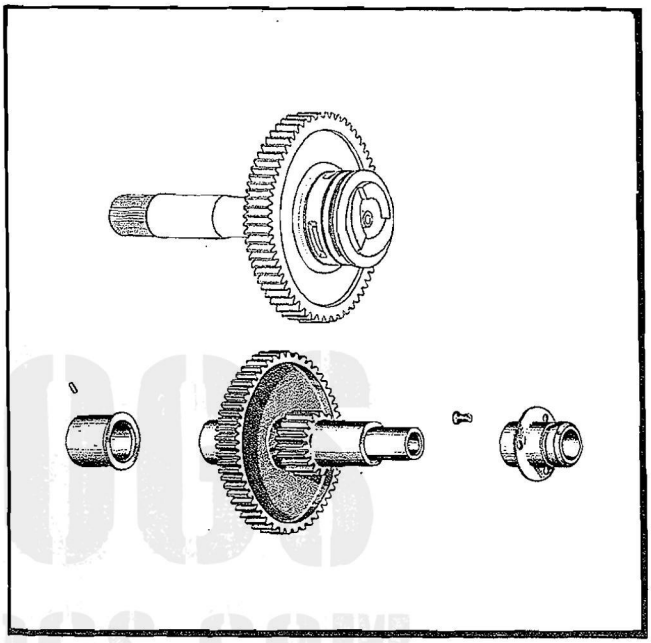

Figure 24—Single-Speed Supercharger Drive
(1) A drain passage is provided from the lower rear portion of the supercharger inlet chamber to the bottom of the supercharger rear housing to prevent the accumulation of excess fuel. A check valve drops by gravity when the engine is not running to allow drainage of the excess fuel to the atmosphere. When the engine is running, the check valve is pulled into its seat by the suction in the passage and prevents air from entering the chamber. A restricted air bleed is provided, however, through a small diameter return tube that leads up through the drain passage to the mouth of the impeller. During engine operation, any fuel that runs down the walls of the induction passage is prevented from draining to the atmosphere by the closed check valve and is drawn into four holes drilled at the base of the return tube above the air bleed where it is atomized and delivered to the impeller.
(2) Engines equipped with turbo superchargers, as are the Model R-1820-65, -73, and -97 engines, use a special supercharger drain valve assembly. This drain valve differs in operation from the conventional type of drain valve only when the pressure in the induction passage at the mouth of the impeller is at or above atmospheric pressure. These conditions exist when the turbo supercharger is in operation. Under these conditions, there is little or no suction retaining the disk valve in its seat, and the disk tends to drop, thus opening the drain valve to the atmosphere. At this point, manifold pressure acts on a piston fixed to the top of the disk valve to break the remaining suction on the disk and to press it firmly against the outlet flange in the drain valve body, thereby sealing the drain valve against atmospheric pressure. For this purpose, the manifold pressure is conducted from the distribution chamber, through drilled passages in the supercharger rear housing wall, and through the drain valve body to the top of the piston. The mixture at manifold pressure also proceeds through a ball check valve opposite the piston and passes through the jet into the return tube, drawing with it atomized fuel. This mixture issues at the mouth of the impeller where at all times the pressure is less than manifold pressure.
a. The single-speed supercharger drive unit consists of an impeller drive and pinion gear (7.0:1 ratio) which rotates in a bushing in the supercharger housing rear cover at one end and another bushing in the supercharger rear housing web at the other end. Refer to Figure 24.